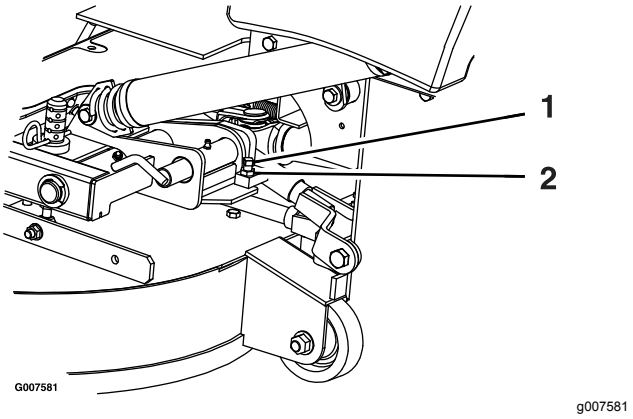

Figur 82
2. Lossa kontramuttern och vrid stoppskruven medurs tills låssprinten sitter fast och inte längre går att vrida för hand (Figur 82).